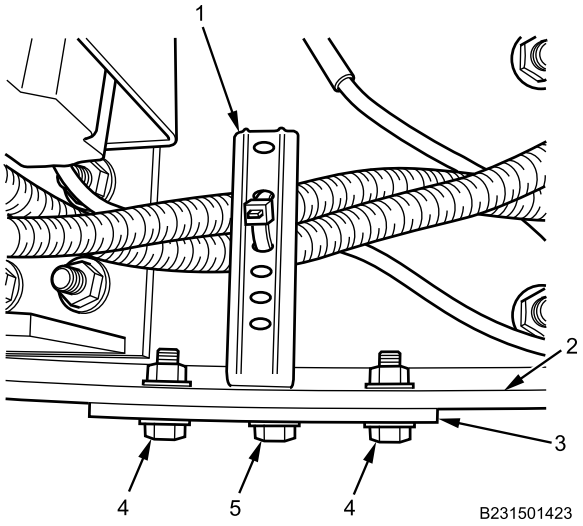

Figure 10. Right Side Lower Bumper Brace.
4. Install lower bumper braces (Figure 10, Item 3) on frame rails (Figure 10, Item 2) with four bolts (Figure 10, Item 4) and nuts. Do not tighten nuts and bolts.
5. Install winch harness supports (Figure 10, Item 1) on frame rails (Figure 10, Item 2) with two bolts (Figure 10, Item 5) and nuts. Do not tighten nuts and bolts.
12. Tighten six bolts (Figure 10, Item 4 and 5) and nuts securely.